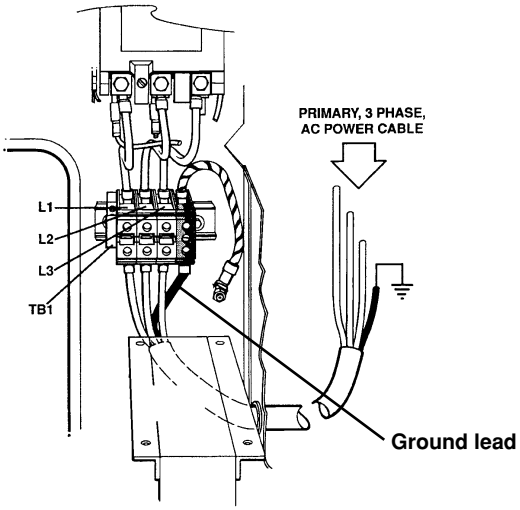

Figure 3-3 Power Cable Connections
2. Connect the power leads to the **L1**, **L2**, and **L3** terminals of **TB1.** See Fig. 3-3.